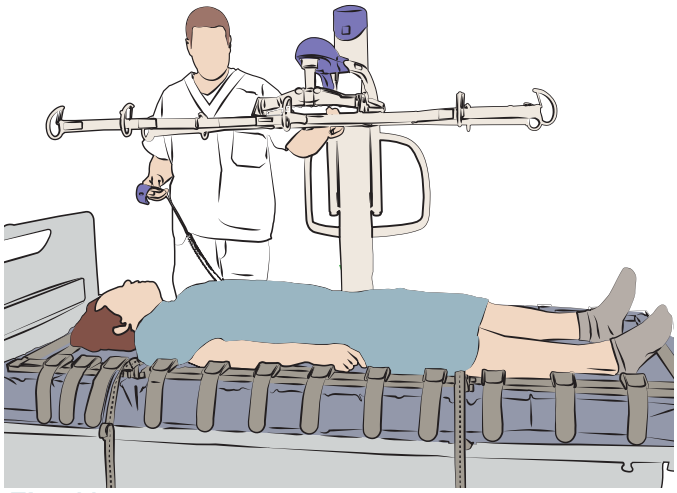

Fig. 11
2. Alignez le centre du cadre à peu près au-dessus du nombril du patient. Voir fig. 11.